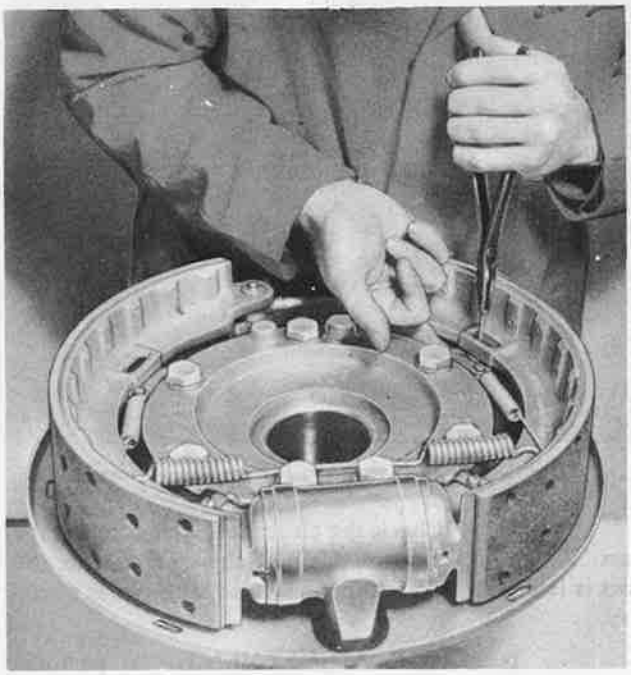

Figure 177—Installing Brake Shoe Hold-down Pin
(5) Install the brake shoe hold-down springs (figures 177 and 178). Place the balancing spring on the brake shoes.